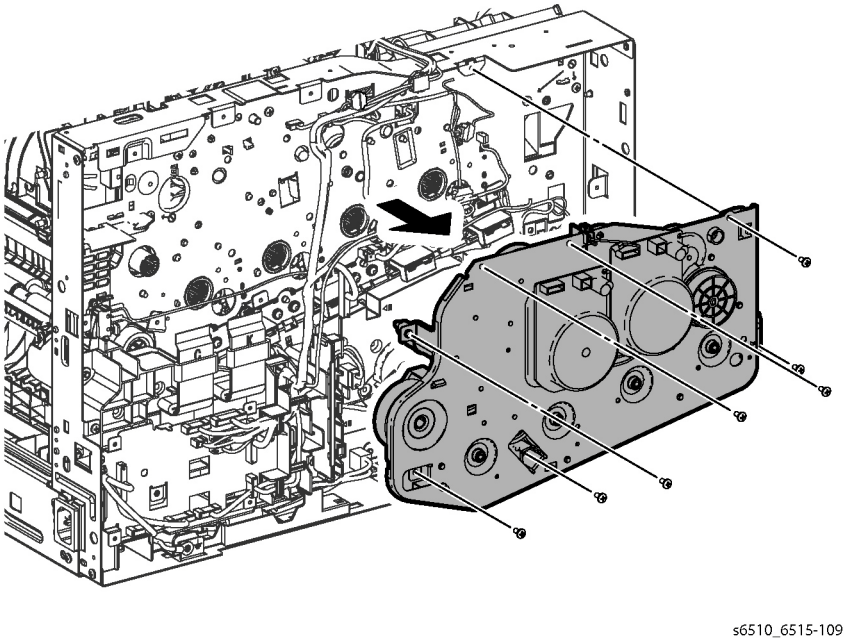

Figure 9 Remove the Main Drive Assembly
23. Refer to Figure 9 to remove the seven screws (silver, M3x6mm) attaching the Main Drive Assembly and remove the assembly.